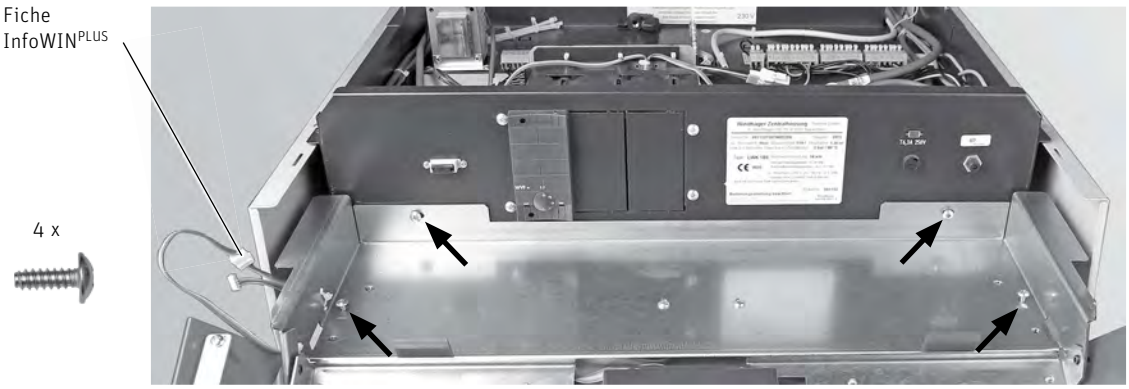

Fig. 77 Fixer le panneau de commande avec 4 vis à tôle, poser le câble InfoWIN^{PLUS}
- À l'aide de vis à tôle, visser le panneau de commande aux parois latérales (2 vis) et au tableau de commande (2 vis), sans serrer – Fig. 77.
- Assembler le câble InfoWIN^{PLUS} et le poser dans la paroi latérale – Fig. 77.